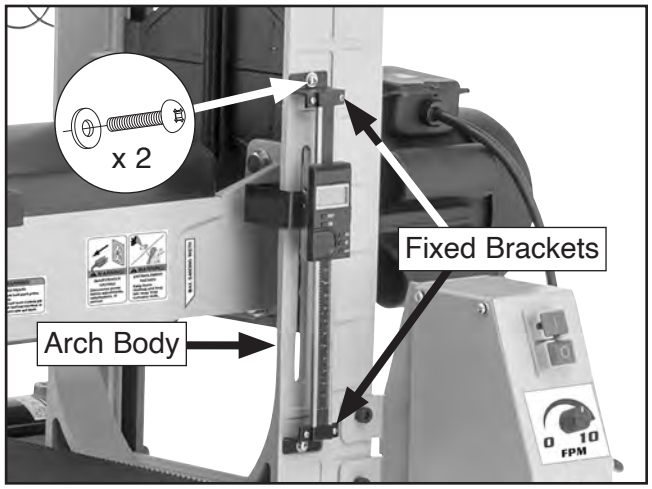

Figure 18. Digital depth gauge installed on machine.
17. Attach digital depth gauge to arch body with (2) M5-.8 x 8 Phillips head screws and 5mm flat washers (see **Figure 18**).